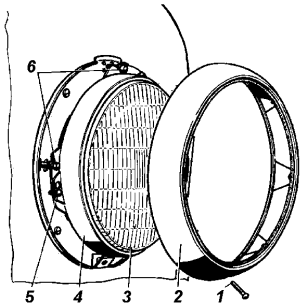
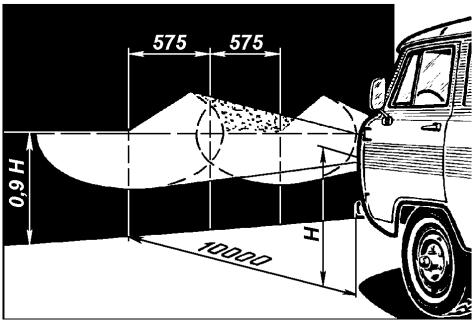

Fig. 9.38 Faro:
Fig. 9.39 Marcado de la pantalla para la regulación de los faros:
Para cambiar la lámpara del faro se deba desenroscar el tornillo 1 (ver fig. 9.38) y retirar la guarnición ornamental 2. Aflojar tres tornillos 5 y desmontar el anillo interior 4 con el componente óptico 3.
3. Encienda la luz de corto alcance y, cubriendo uno de los faros, ajuste el otro por los tornillos 6 (ver fig. 9.38) de tal modo que la zona iluminada en la pared o pantalla esté ubicada conforme a lo indicado en la fig. 9.39. Los tornillos de ajuste se encuentran ubicados simétricamente respecto al centro de los faros en la superficie horizontal.